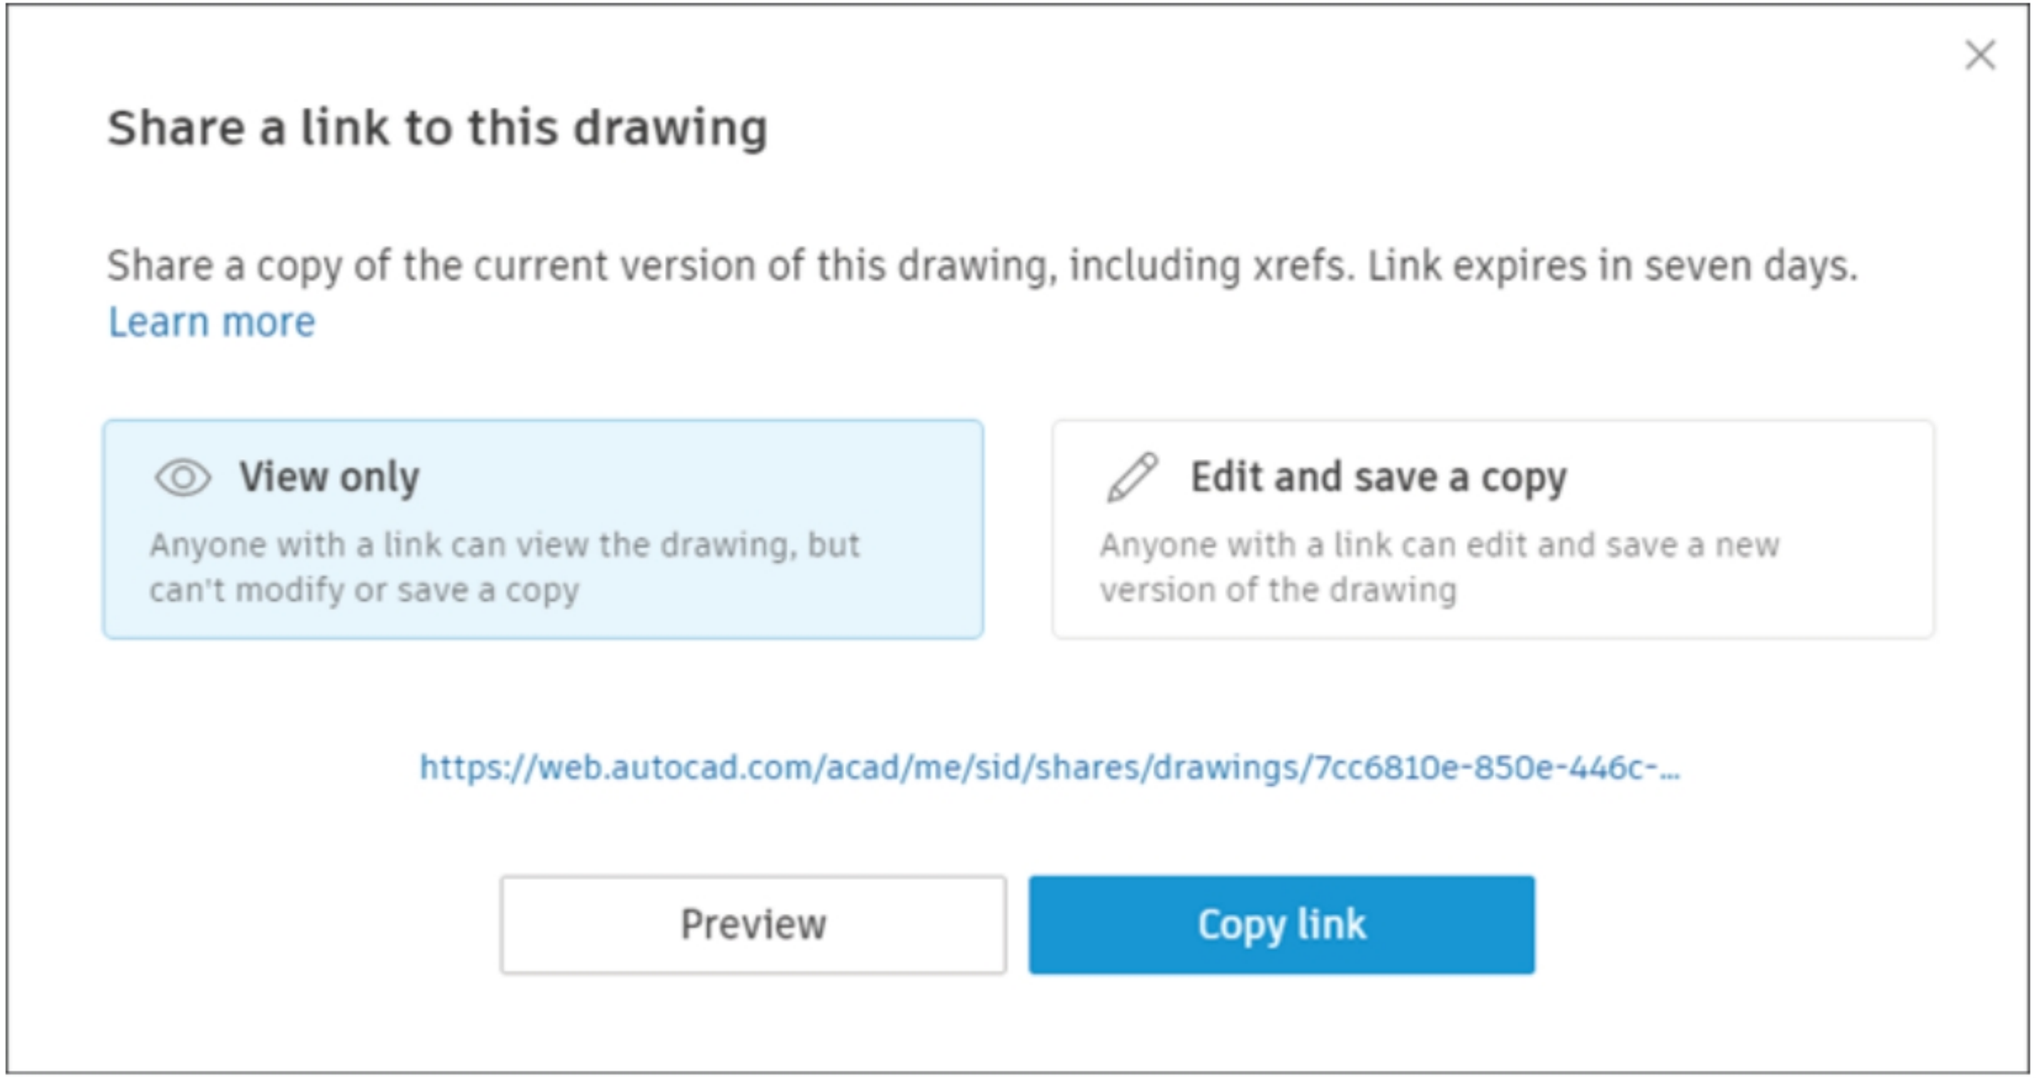

Figure-53. Share a link to this drawing dialog box
- The **Share Drawing** option is used to share current drawing with others using a link. On clicking this option, the **Share a link to this drawing** dialog box will be displayed; refer to Figure-53. You can copy the link for sharing via E-mail and other methods. Select the **View only** button if you want to share the file only for viewing. Select the **Edit and save a copy** button to share the file as an edit-able copy. Click on the **Close** button at the top right corner of dialog box to exit.